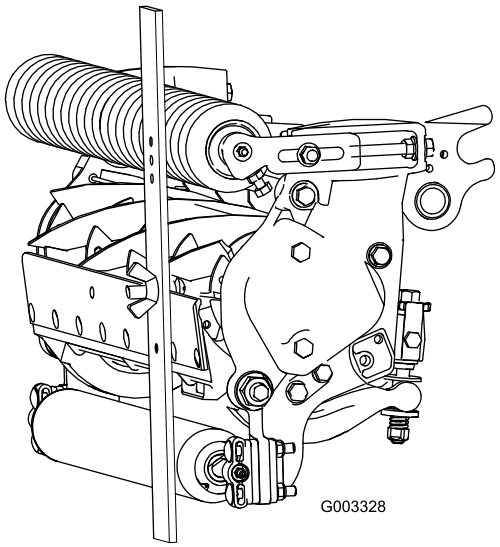

Figur 16
3. Haka fast skruvhuvudet på underknivens skäregg och vila stångens bakre ände mot den bakre rullen (Figur 16).
4. Vrid justeringsskruven tills den främre rullen kommer i kontakt med mätstången (Figur 16). Justera rullens båda ändar tills hela rullen är parallell med underkniven.